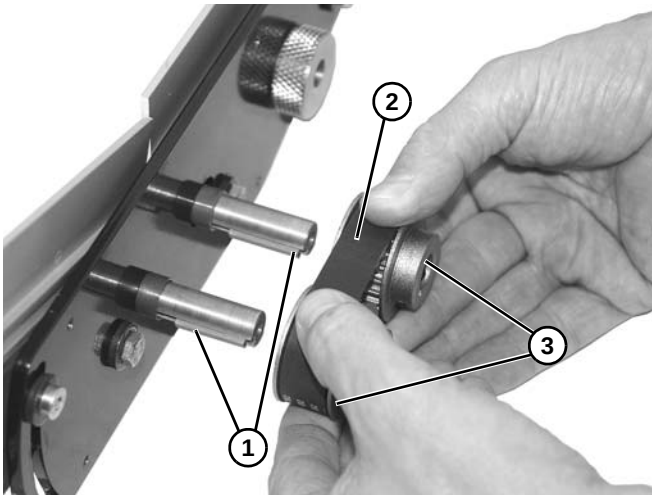

Figure 20
9. Installer les deux clavette **(Figure 20, élément 1)**.
10. Installer la bande **(Figure 20, élément 2)** et les deux poulies **(Figure 20, élément 3)**.